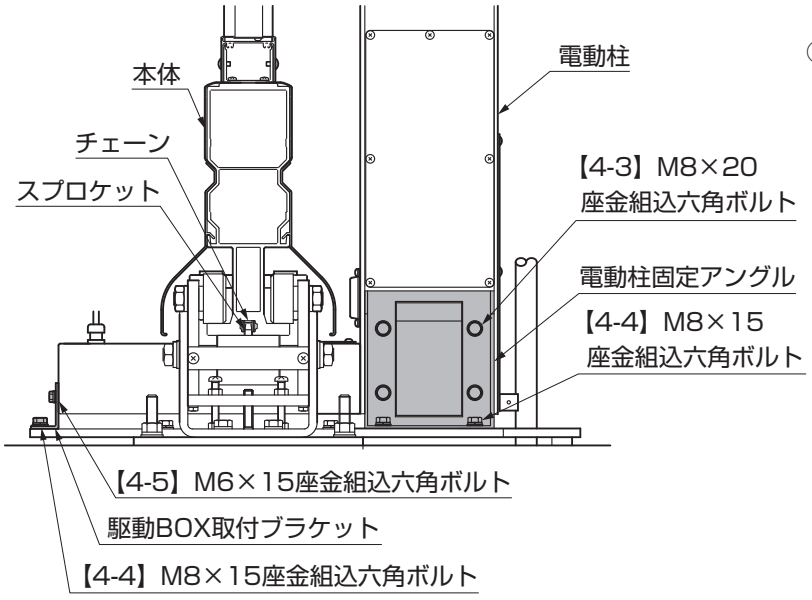

図6-5
④電動柱を駆動BOX取付けブラケットと電動柱固定アングルを使って、柱取付けベースプレートに【4-4】、【4-5】、【4-3】で取付けてください。この時スプロケットとチェーンが確実にかみ合っているか確認してください。（図6-5参照）